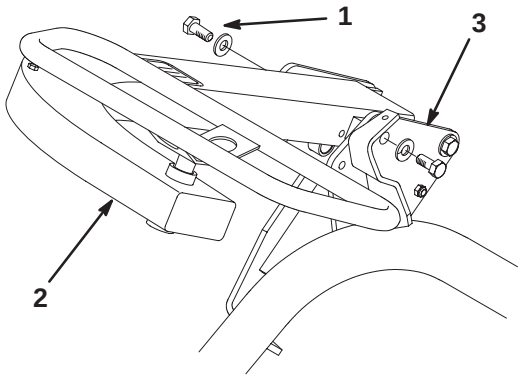

**Figure 7**
3. Select the desired mounting hole for operator comfort and secure the arm with 2 capscrews (1/2 x 3/4 in.) and washers (1/2 in.) (one each in loose parts) (Fig. 7).